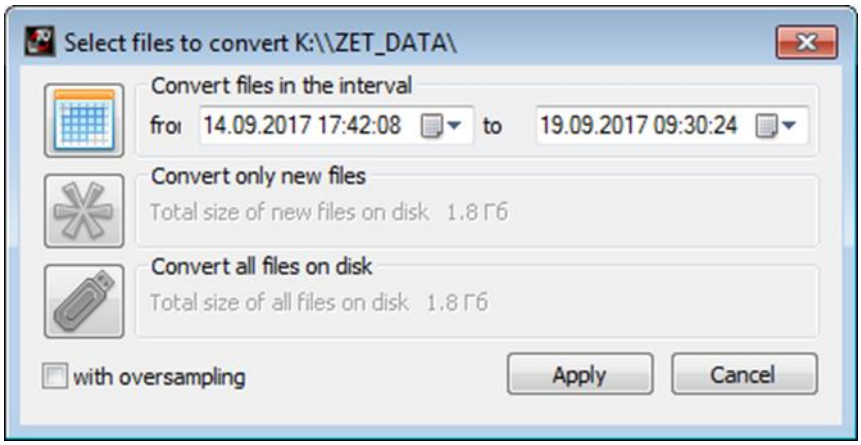

Figure 3.3 Window of program “Select files to convert”
Sequence of copying the registered signals from ZET 7152-N-VER.3 to PC is as follows: 1) Start ZETLAB Software, 2) Connect USB cable to “” port of ZET 7152-N-VER.3 and a free USB-port of the PC. 3) The program for files saving and conversion (*Figure 3.3*) will start automatically.
***Note**: In the case if “Cancel” key of “Select files to convert” window is enabled (Figure 3.3), the corresponding window will be closed. The next start of the program for files copying and conversion can be initiated by means or re-connecting the USB-cable.*